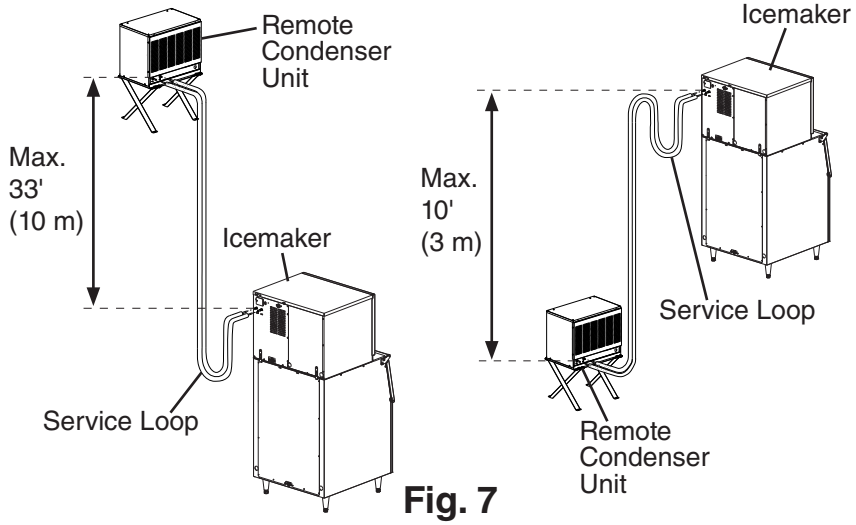

Fig. 7
- The maximum vertical distance between the remote condenser unit and the icemaker is 33' (10 m) above or 10' (3 m) below the icemaker. These distances are measured fitting to fitting. See Fig. 7.
1) Route the factory line set or appropriate size copper tubing. When field fabricating, insulate the copper tubes separately. Leave a service loop behind the icemaker to allow the icemaker to be pulled out for service. See Fig. 7.